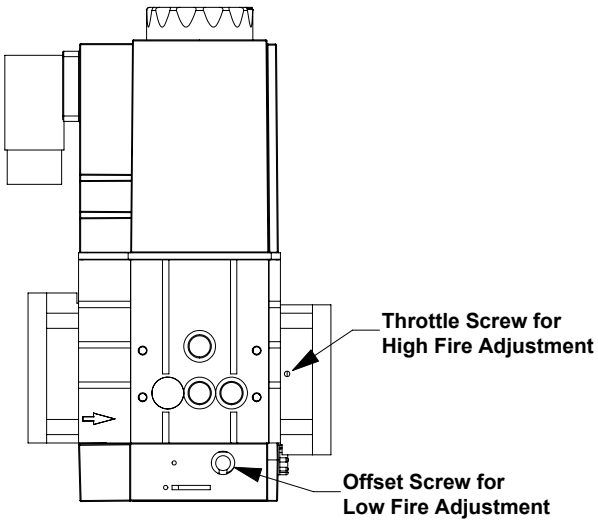

Figure 30: Gas Valve Air/Fuel Adjustment
d. If high fire O_2 is too high (CO_2 is too low), decrease O_2 (increase CO_2) by turning the throttle screw towards the "Plus (+)" sign in 1/4 turn increments and checking the O_2 (or CO_2) after each adjustment. Refer to Figure 30 for location of throttle screw. Verify CO air free is less than 200 ppm.